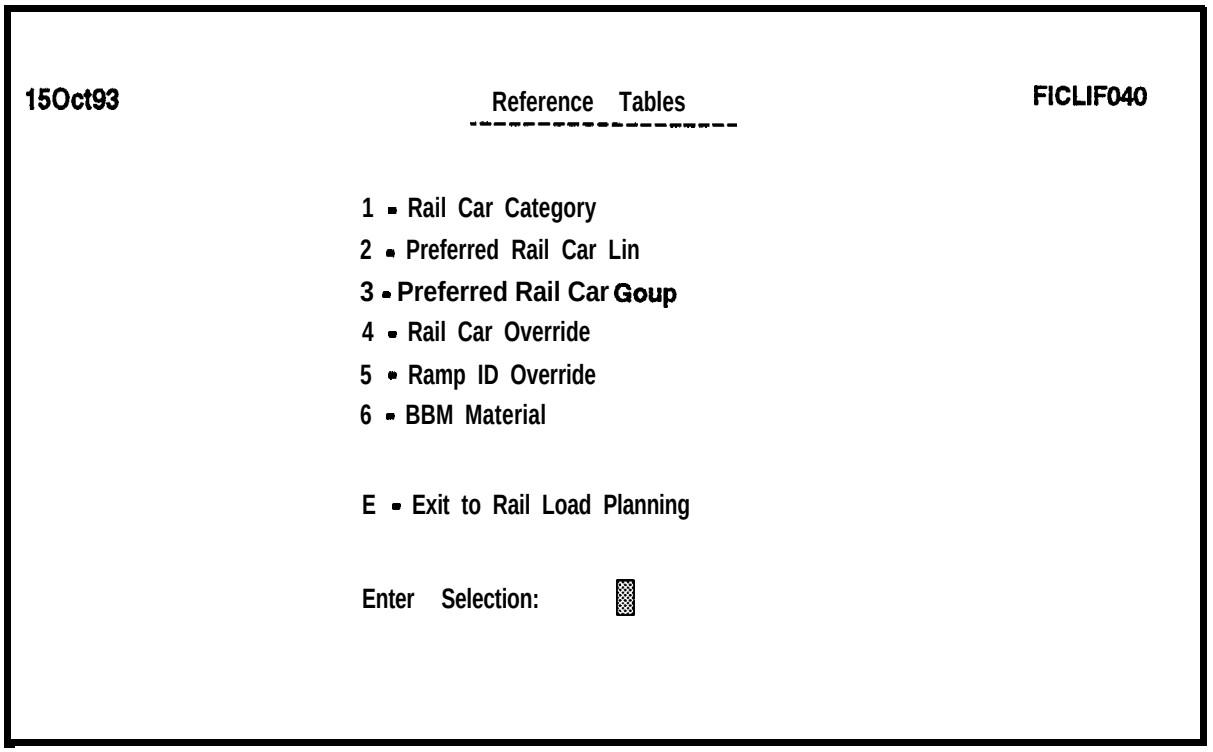

Figure 8-4. Reference Tables Menu
c. Select **the Reference Tables** option from the Rail Load Planning Menu to display the Reference Tables menu with the six options shown in Figure 8-4.